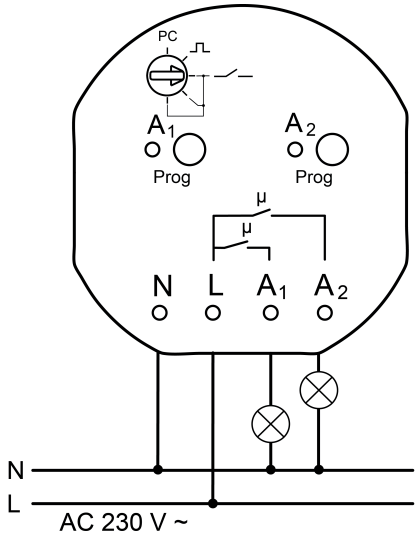

Bild 2: Anschlussbeispiel
- Lasten gemäß Anschlussbeispiel anschließen (Bild 2).